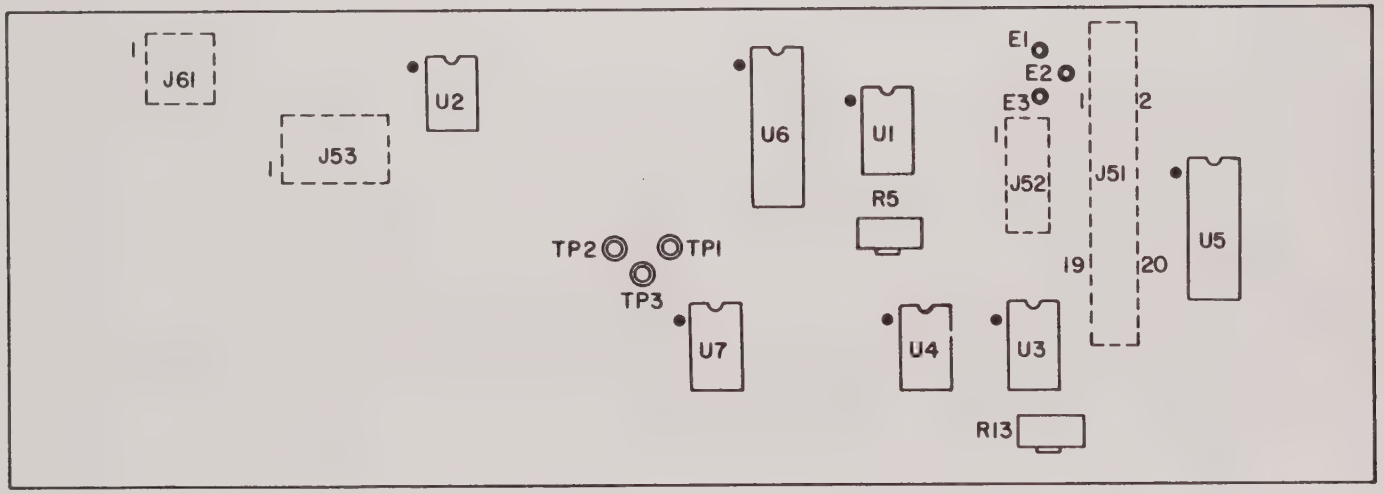

Figure 6-10. Reel Amplifier PWB Components Location Diagram
k. Adjust R5 drive potentiometer on the right reel amplifier (see Figure 6-10 for potentiometer location) to obtain +5 Vdc if required.
o. Press FAST FORWARD. On the left reel amplifier PWB, adjust potentiometer R13 (see Figure 6-10 for potentiometer location), for symmetry of square wave displayed on scope.